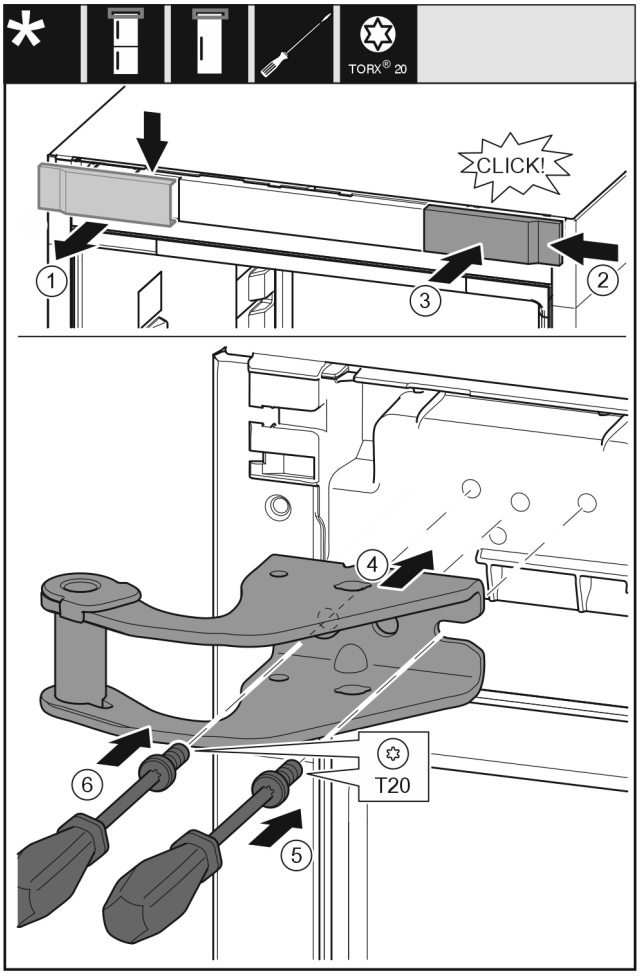

Fig. 16
▶ Take off the cover from above to the front. *Fig. 16 (1)*
▶ Rotate the cover 180° and clip onto the other side from the right. *Fig. 16 (2)*
▶ Latch the cover into place. *Fig. 16 (3)*
▶ Position the upper bearing bracket. *Fig. 16 (4)*
▶ Insert the screw with a T20 screwdriver and tighten it. *Fig. 16 (5)*
▶ Insert the screw with a T20 screwdriver and tighten it. *Fig. 16 (6)*